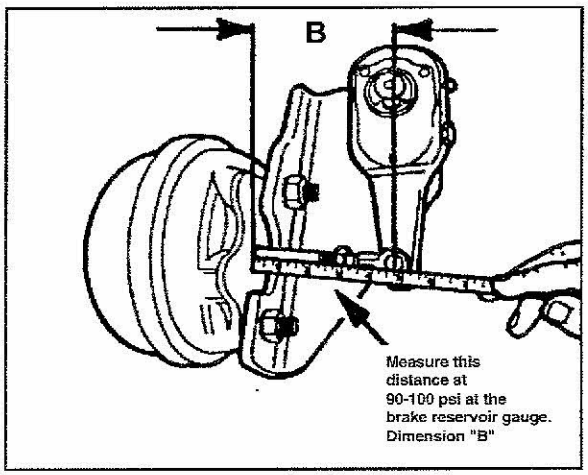

Fig. 4
3. Measure from the brake chamber face to the center of the clevis pin (see **Fig. 4).**